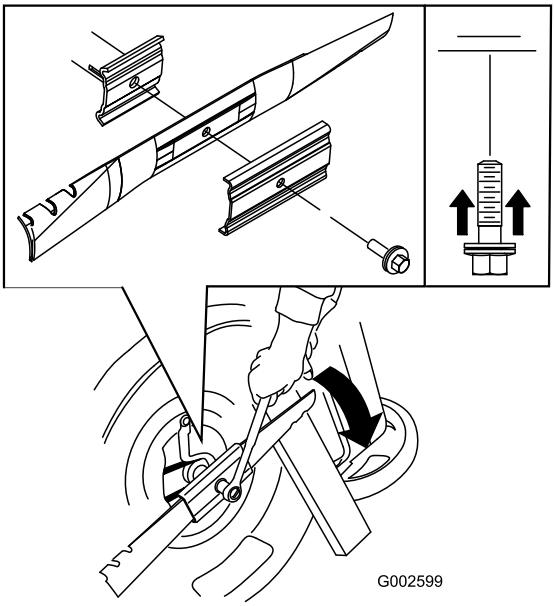

Figur 47
3. Bruk en treblokk til å holde kniven fast (Figur 47).
4. Fjern kniven, behold alle monteringsdeler (Figur 47).
5. Monter den nye kniven og alle monteringsdeler (Figur 47).